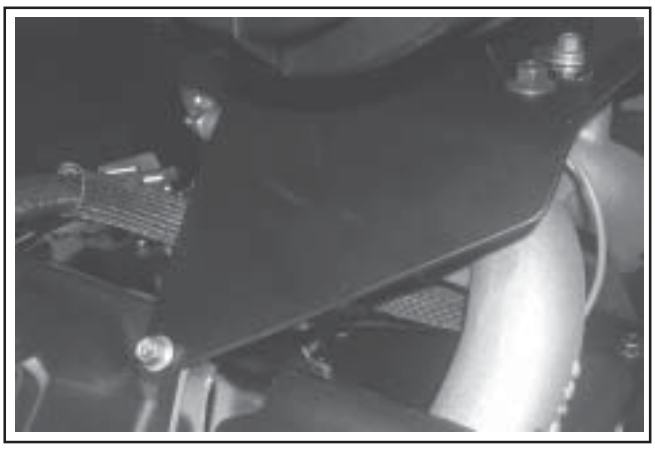

Figure 11-97. Mounted Air Cleaner Bracket (Two-Barrel Carburetor).
2. Align the air cleaner mounting bracket with the valve cover mounting holes and start the screws. On two-barrel carburetor models start the two mounting screws into the top of intake manifold. See Figure 11-97.